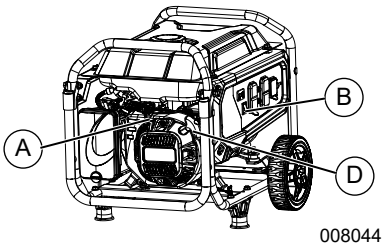

Figure 3-2. Commandes du moteur
3. Voir ***Figure 3-2***. Ouvrez le robinet d'arrêt de carburant (A).
4. Réglez l'interrupteur Marche/arrêt du moteur (B) sur Marche. Voir ***Figure 3-2***.
6. Voir ***Figure 3-2***. Saisissez fermement la poignée du lanceur à rappel (D) et tirez lentement jusqu'à ressentir une résistance accrue. Tirez rapidement vers le haut et à l'écart.